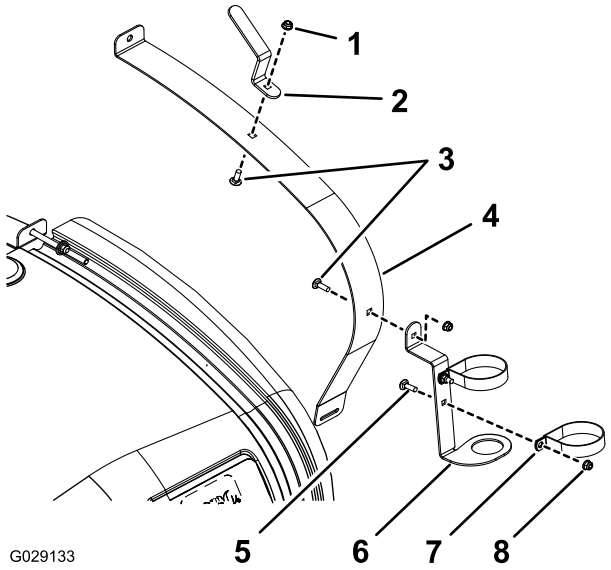
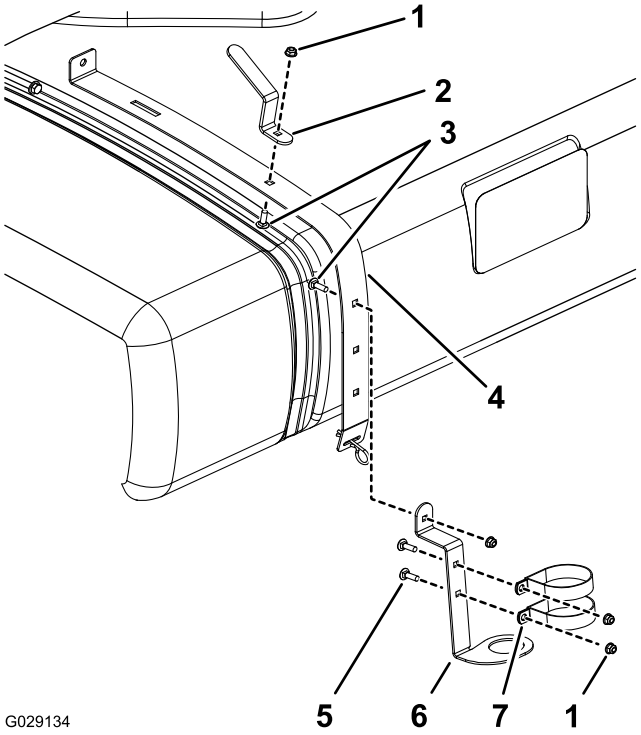

Figur 1
Figur 2
- På Multi Pro 1750- og 5800-sprøjten løsnes den forreste rem i højre side (Figur 1).
- Løsn bageste, højre rem på Multi Pro WM (Figur 2).
2. Monter R-klemmerne, sprøjtepistolsbeslaget og slangekrogen som vist i Figur 1 eller Figur 2 vha. en bræddebolt, flad spændeskive og flangehovedmøtrik.